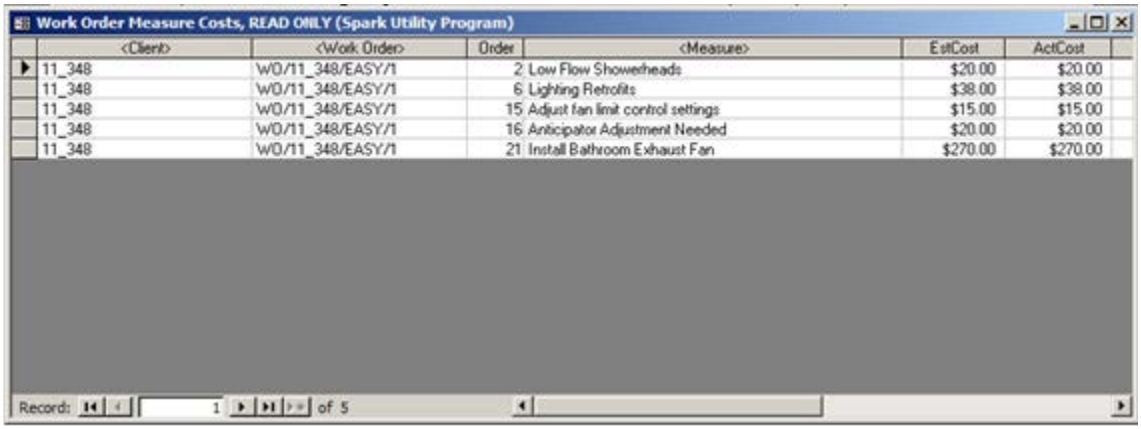

Figure 6.6. The Work Order Costs table under the Agency/Cost Centers tab.
- **Show Work Order Costs** − An itemized listing of work order costs that comprise the Total Work Order Costs in the financial summary table are displayed in the sub-form accessed by selecting the "Show Work Order Costs" button (see Figure 6.6). This sub-form is "READ ONLY." No entries can be edited.